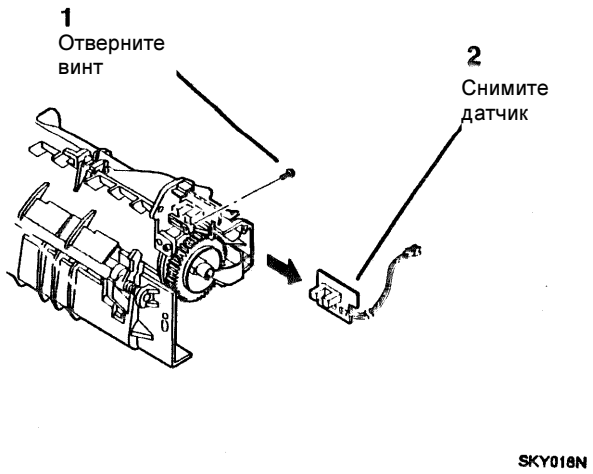

Рисунок 2. Снятие датчика застревания во фьюзере
6. (Рисунок 2): Снимите датчик застревания во фьюзере.